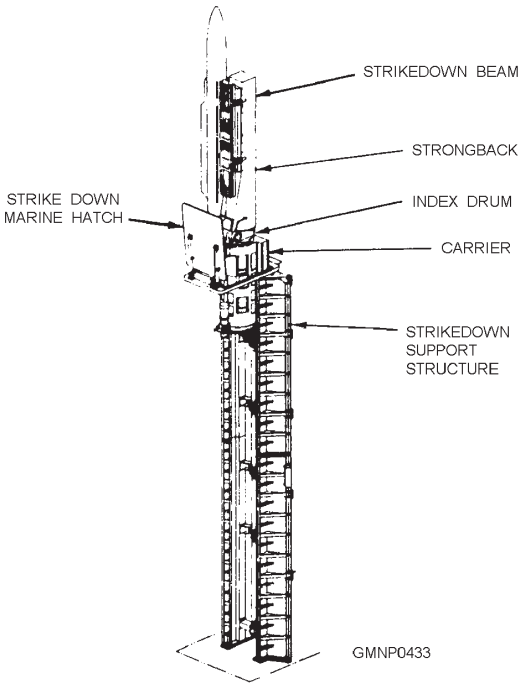
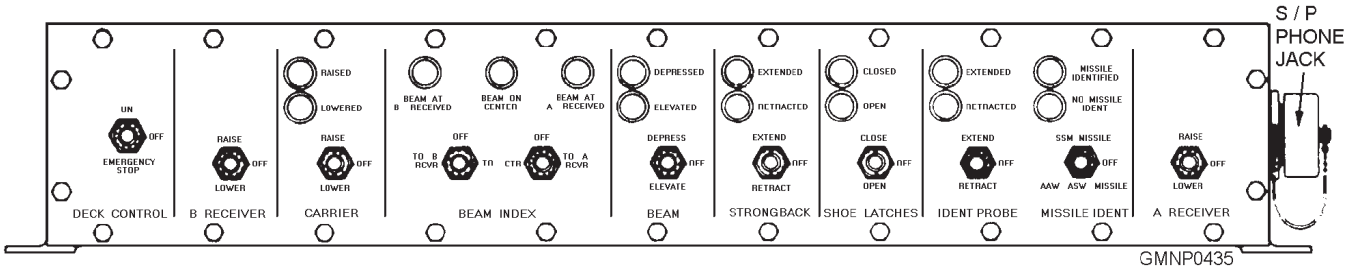

**Figure 8-7.—Mk 26 GMLS strikedown/intertransfer mechanism.**
**Figure 8-9.—On-deck strikedown control panel; front panel.**
to RSR. The mechanism consists of six major assemblies, as shown in figure 8-7.
The strikedown marine hatch (refer to fig. 8-7) is the last major component of the strikedown/intertransfer mechanism. The hatch is hydraulically opened and closed by the MCC operator. A strikedown control panel is mounted to the underside of the hatch. When the hatch is opened for strikedown operations, the panel is exposed. This panel permits local control of the strikedown operations performed on deck. Note the functions of the switches and lamps of the panel, as shown in figure 8-9.
**ON-DECK OPERATIONS**.—The transfer dolly arrives on deck and is pushed onto the AAW dolly deck track. The missile is aligned and secured over the receiver beam. The DCO operator raises the carrier from the magazine. After the strikedown beam reaches the strikedown level (raised position), the index drum is rotated 80° from center to the selected receiver position. The strikedown beam is then depressed to its horizontal position over the missile. Identification then takes place. The DCO visually identifies the missile as an AAW or ASW type. A missile identification switch on the panel is placed in the AAW/ASW MISSILE position. The strongback will extend its full distance in this case. The other two switch positions (fig. 8-9), the SSM MISSILE and OFF positions, limit strongback extend-distance to accommodate the larger diameter SSM round. Both positions are inactive at that time.